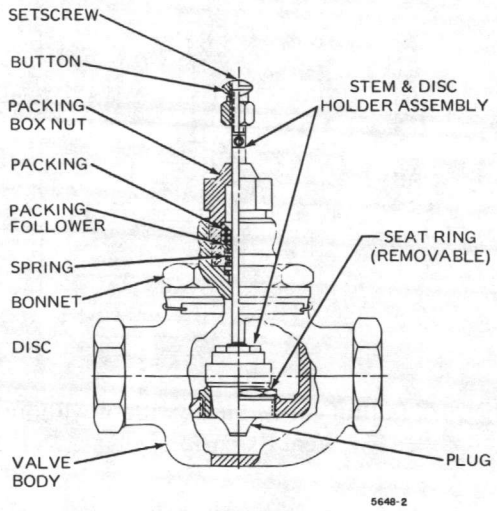
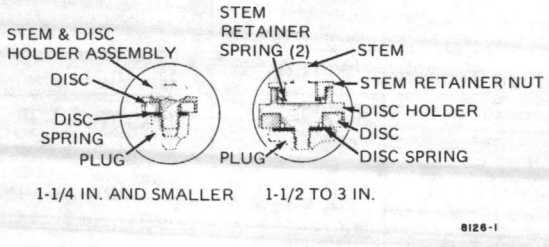

Fig. 8. Cutaway of V5011 Threaded Body Valve.
Fig. 13. Disc Holder Assemblies Used in V5011A Threaded Body Valves.
a. V5011A & C Direct Acting Threaded Body Valves. Unscrew the Bonnet. The Stem or Stem and Disc Holder Assy. and the Plug can then be lifted out (Fig. 8).
a. V5011 Threaded Body Valves. Unscrew Plug (Fig. 8) from Stem to remove Disc and Spring. The Disc may have to be pried from the Disc Holder with a screwdriver. Valves that are 1-1/2 inch or larger have separate Stem and Disc Holder. Smaller valves have a staked Stem and Disc Holder Assembly (Fig. 13). The Stem and Plug cannot be disassembled on valves with metal-to-metal seats.